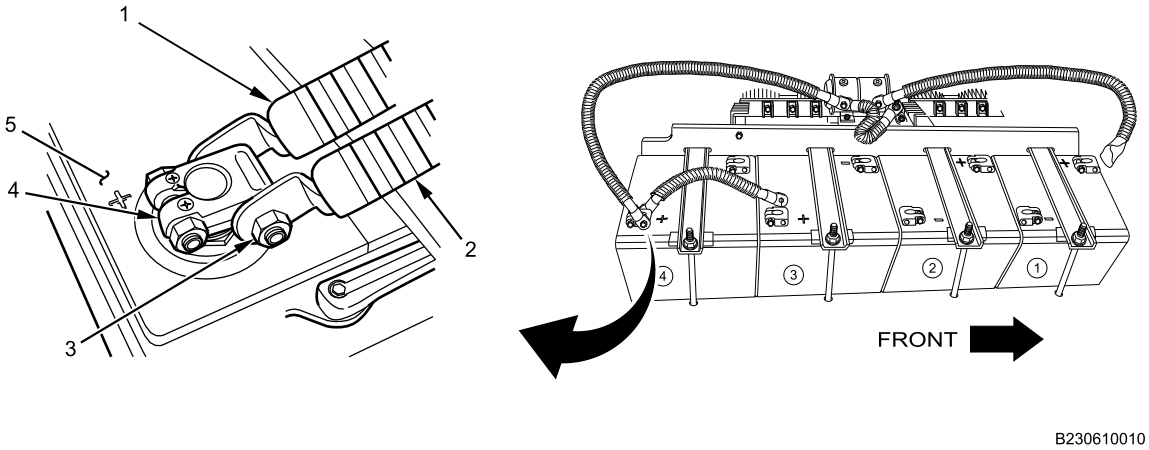

Figure 5. Battery 4 Positive Connections.
16. Remove nut (Figure 5, Item 3) from terminal bolt on positive stud adapter clamp (Figure 5, Item 4) of battery 4 (Figure 5, Item 5).
17. Remove 24V battery disconnect solenoid switch terminal (Figure 5, Item 2) from terminal bolt on battery 4 positive stud adapter clamp (Figure 5, Item 4).
18. Wrap loose end of 24V battery disconnect solenoid switch terminal (Figure 5, Item 2) with electrical tape to prevent energizing circuits.
19. Remove terminal bolt and battery 3 positive-to-battery 4 positive jumper cable (Figure 5, Item 1) from battery 4 positive stud adapter clamp (Figure 5, Item 4).
20. Remove battery 3 positive-to-battery 4 positive jumper cable (Figure 5, Item 1) from vehicle.